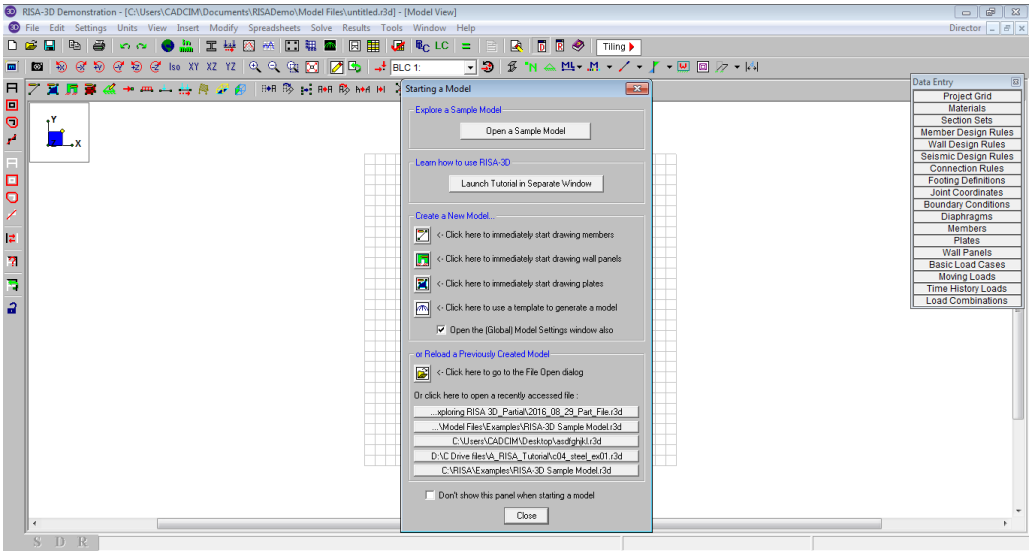

Figure 2-28 *RISA-3D interface displaying the* ***Starting a Model*** *dialog box*
1. Start RISA-3D by choosing **Start > All Programs > RISA-3D > RISA-3D 14.0**. On doing so, the RISA-3D interface window with an active **Starting a Model** dialog box is displayed, as shown in Figure 2-28.